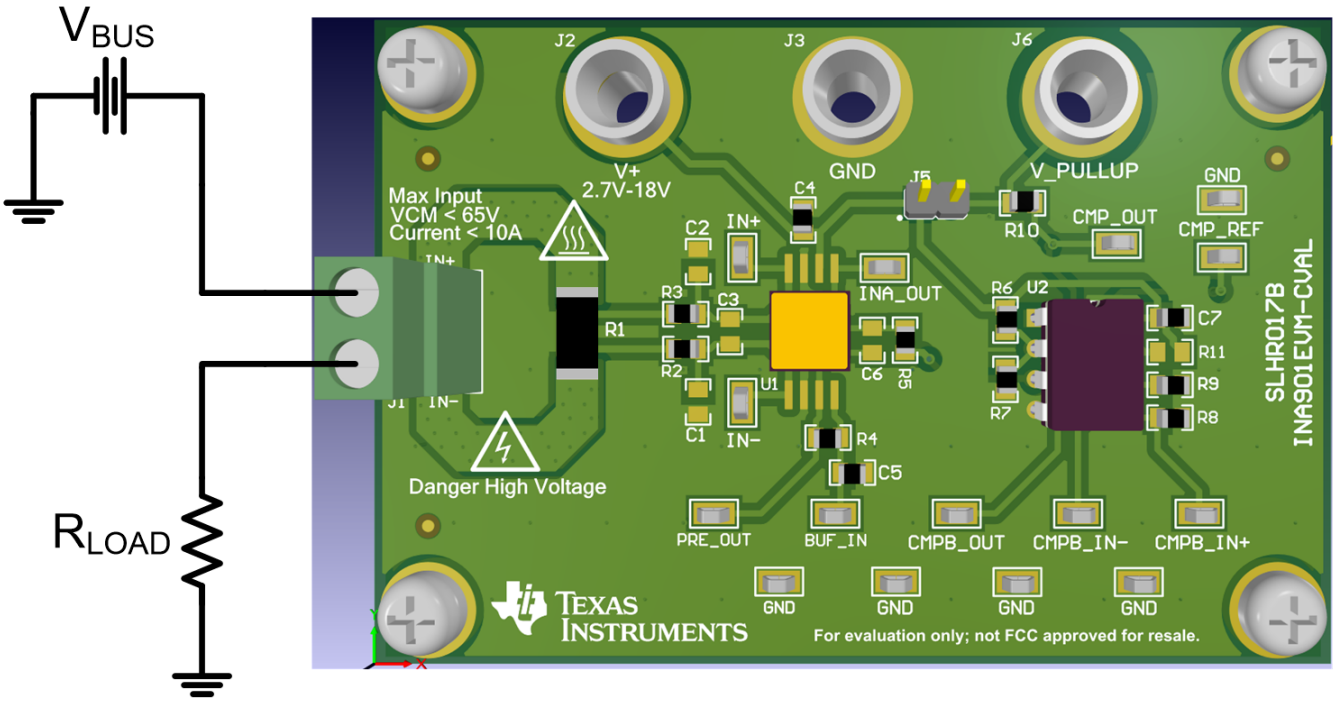

Figure 1. High-Side Setup Using Onboard Shunt Resistor
Step 2. Connect the positive and negative terminals of J1 in series with the load and bus voltage sources while powered off. You will need to ensure proper logical order to test either the high-side, or low-side application. See *TI Precision Labs - Current Sense Amplifiers: Design Considerations* for additional information on proper application and orientation. Figure 1 shows the correct connections for a high-side application using this method.